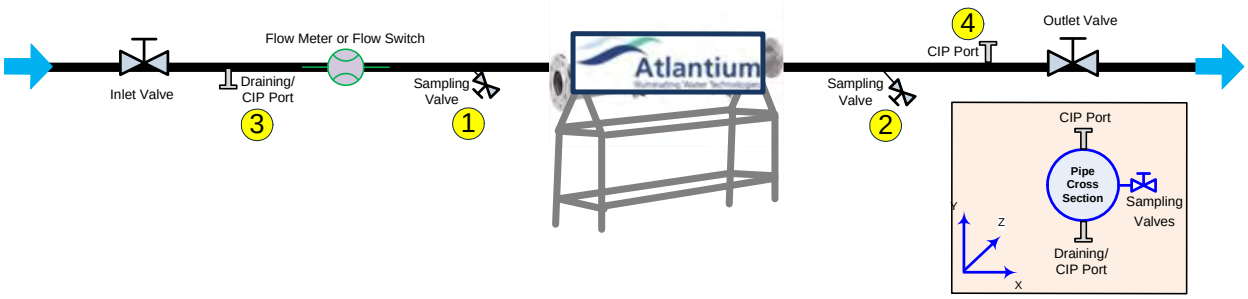

Figure 5-6: CIP Ports and Sampling Valves Orientation
Step 1. On the Inlet side, install the **Long welding ferrule** or **threaded male adapter (1).**
- Position aseptic sampling valves **(1 & 2** in **Figure 5-6** on page **53) horizontally** (90^0) on the pipe center, within 50cm of the Unit.
- Weld the 1 inch **ferrule (1)** clamp fitting at a horizontal orientation (3 or 9 o'clock).